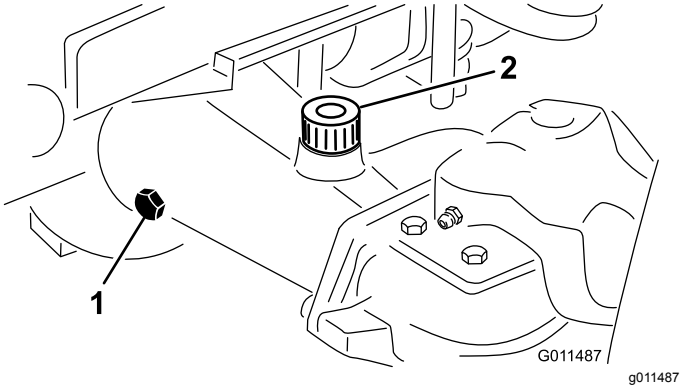

Figuur 15
2. Verwijder een controleplug van één uiteinde van de as en controleer of het smeermiddel tot aan de onderkant van de opening komt (Figuur 15).